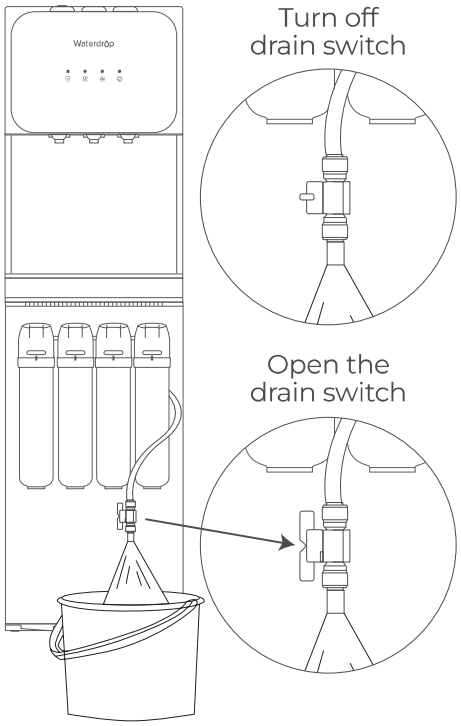

Figure.12
③. Once flushing is complete, the system will resume normal operation, the filter indicator will turn solid green, and no water will flow from the drain. Please switch the drain valve to the closed position. **(Figure.12)**